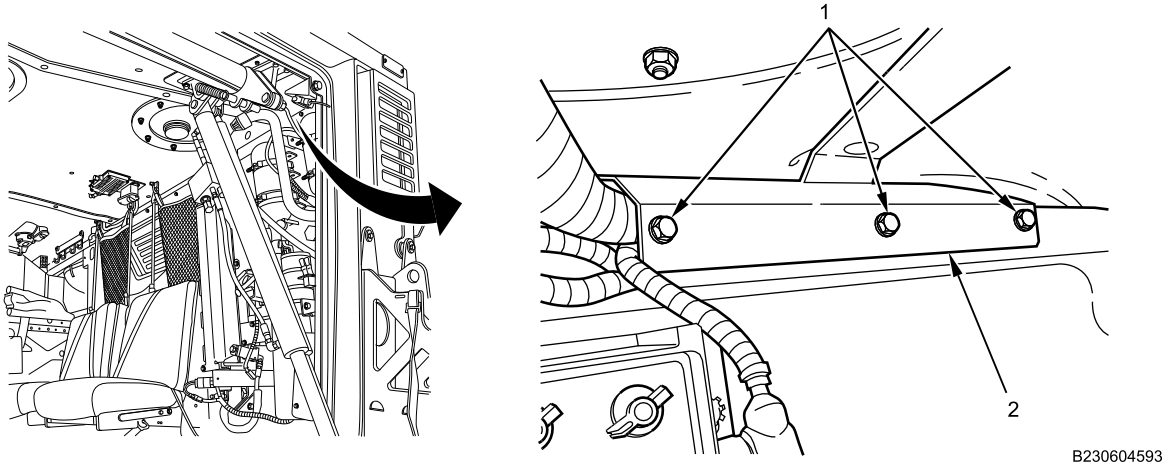

Figure 5. Right Rear Cabin Molding.
5. Remove three bolts (Figure 5, Item 1) and washers from rear cabin molding (Figure 5, Item 2). Remove molding.